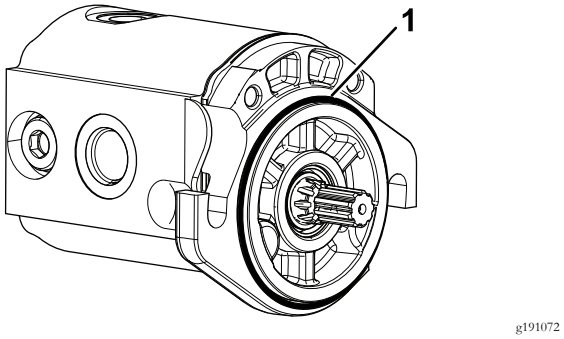

Figura 7
5. Instale o anel de retenção no motor do cilindro (Figura 7).